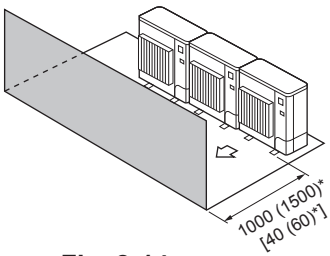

Fig. 2-14
③ Obstacles uniquement à l’avant (Fig. 2-14)